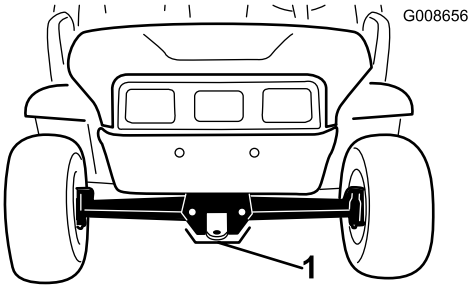

Figur 25
- Løftepunktet foran på maskinen findes forrest på stellet bag anhængertrækstangen (Figur 25).